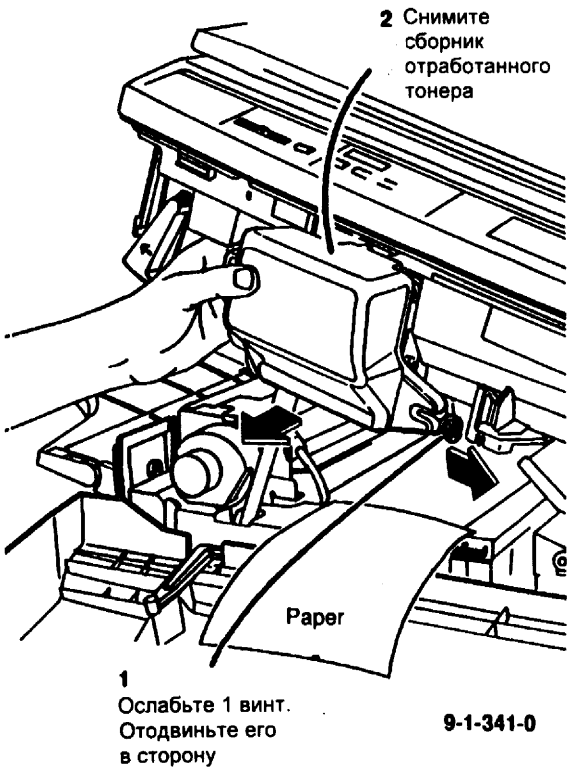

Рис. 1 Снятие сборника отработанного тонера
2. (Рис.1) Положите лист бумаги под сборник отработанного тонера.
3. (Рис. 1) Снимите сборник отработанного тонера.